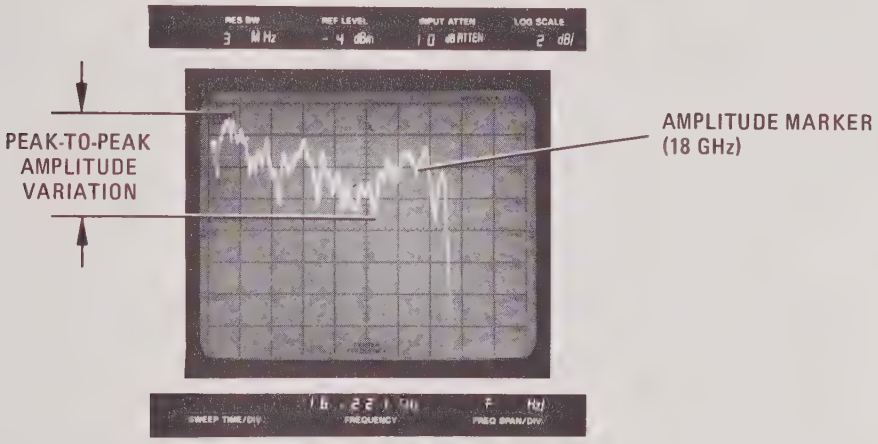

Figure 5-50. Phase Locked Spectrum Analyzer CRT Display (10.5–18 GHz)
5. Set sweep oscillator to automatic sweep mode and check for phase locked spectrum analyzer CRT display (Figure 5-50). If system is breaking phase lock repeat steps l-1 through l-4.